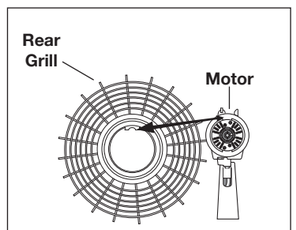

Figure 4A
2. Align tab on Plastic ***Rear Grill*** with groove on top of front **Motor** cover. (***Figure 4A***)